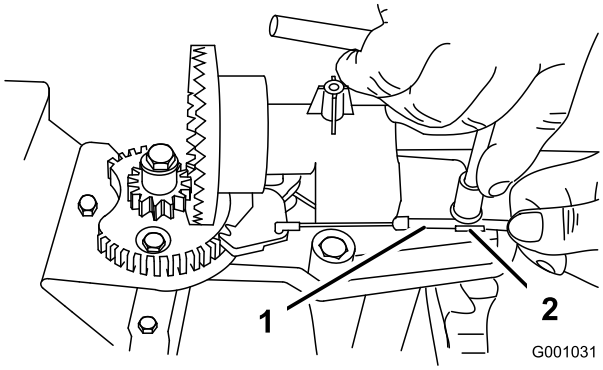
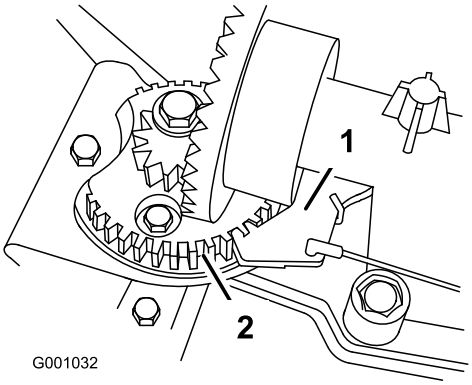

Figur 51
Figur 52
2. Lossa bulten på kabelklämman (Figur 51).
3. Ta tag i kabelledningen och för den mot maskinens främre del tills spärrhaken på utkastaren helt hakar in i kugghjulets kuggar (Figur 51 och Figur 52).
Obs: Spärrhaken är fjäderupphängd och kommer att röra sig in i kuggarna på kugghjulet av sig själv (Figur 52).